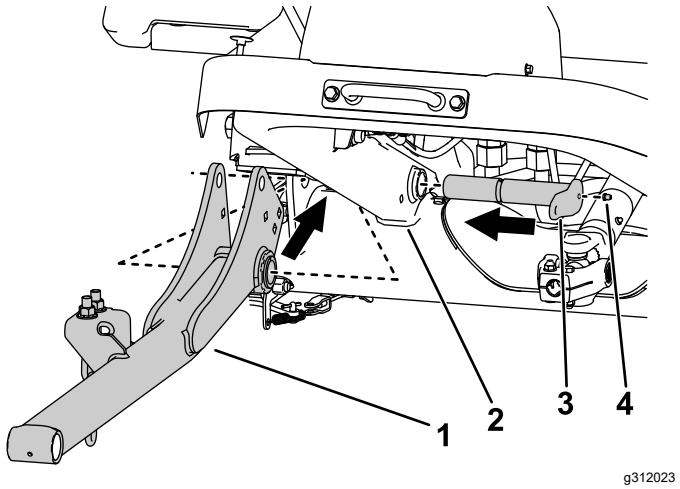

Figura 5
2. Montate i bracci di sollevamento al telaio della macchina con 2 perni grandi (Figura 5).
3. Montate i raccordi d'ingrassaggio sui perni grandi (Figura 5).